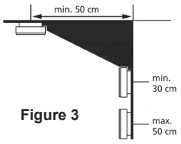

Figure 3
- Posez le détecteur de fumée du mur, minimal 30 cm et maximum à 50 cm du plafond. (voir figure 3)